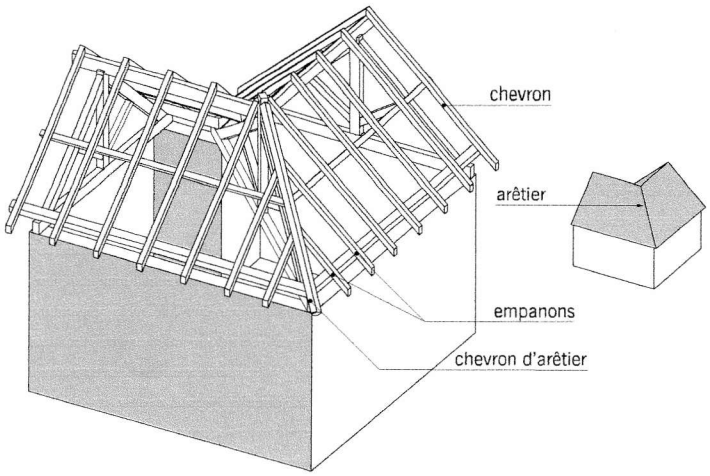

fig. 5.11 | **intersection de deux charpentes observée côté arêtier**
■ L'**arêtier** (fig. 5.11) : arête d'intersection de deux versants de toiture se coupant à angle saillant. En charpente traditionnelle, les pièces constituant l'arêtier sont le *chevron d'arêtier* et l'un des deux arbalétriers de la ferme d'angle.
■ Le **chevron d'arêtier** (fig. 5.11) : chevron placé sur l'arêtier dont la face supérieure est souvent délardée c'est à dire chanfreinée sur deux faces.